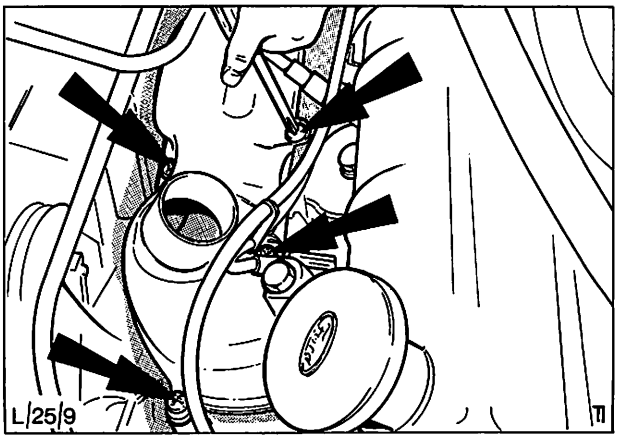

Abb. 27 Befestigungsschrauben – Luftleitblech
2. Bei V6-Motoren mit thermostatgeregelter Ansaugluftvorwärmung Metallschlauch zwischen Luftfilteröffnung und Luftleitblech entfernen. Vier Befestigungsschrauben losschrauben, Abb. 27, die beiden Luftleitbleche trennen und vom Auspuffkrümmer abbauen.